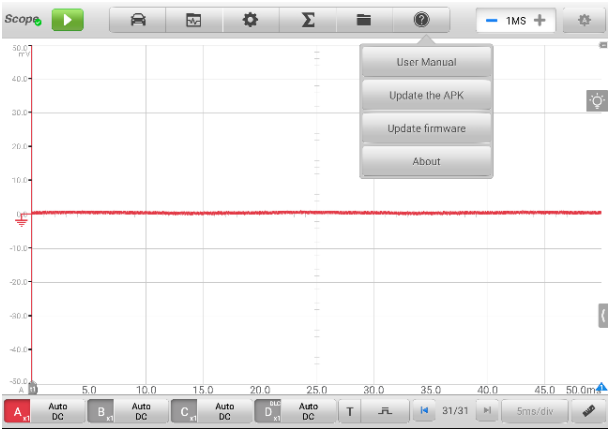

Figure 7-2 *Help Screen*
1. Tap the **Help** button on the upper toolbar of the screen. A dropdown menu displays. (See *Figure 7-2 Help Screen*.)